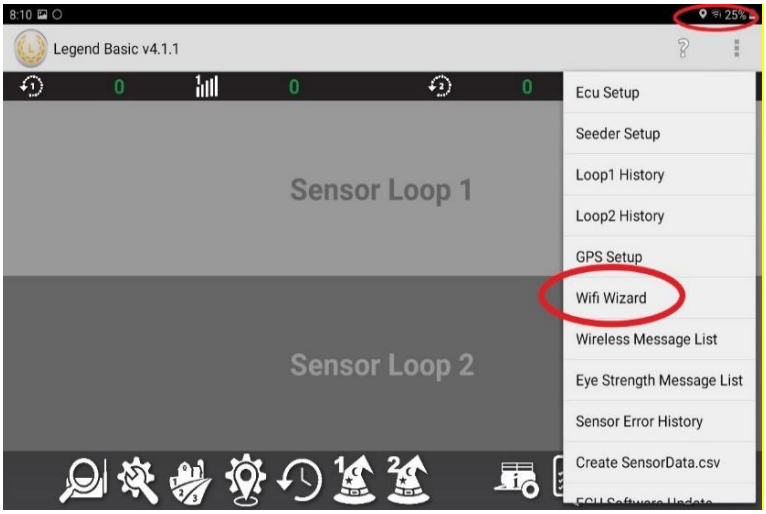

Figure 2.5
7. Tap on the three dots in the top right corner and select "Wi-Fi Wizard as in Fig 2.5.
9. It may take a few minutes for the tablet to connect to the ECU. You will see this symbol in the top right corner of the tablet when the ECU is connected to the tablet, as in Fig 2.5.